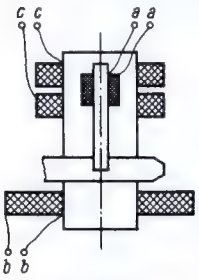
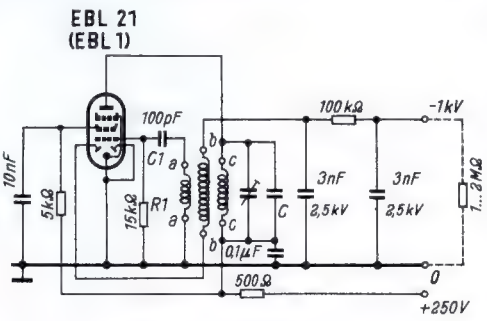
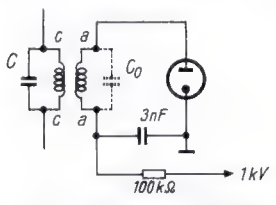

Bild 1. VE-Spulensatz des Hochspannungs-Transformators mit eingebauter Kopplungsspule
Bild 2. Die Schaltung des Hochspannungs-Generators
Bild 3. Prinzip des Gleichrichterkreises
Des öfteren wurde vorgeschlagen, hohe Anodenspannungen für die Strahlröhre von Oszillografen in einer Schwingschaltung zu erzeugen. Meist fehlten jedoch die Angaben für den erforderlichen Spulensatz. Hierzu eignet sich aber sehr gut einer der bekannten VE- oder DKE-Spulensätze nach *Bild 1*.
Der Hf-Hochspannungsgenerator wird nach *Bild 2* in Meißner-Schaltung betrieben. Die MW-Spule bildet zusammen mit dem Kondensator C den eigentlichen Schwingkreis. Eine Zusatzwicklung a–a mit etwa 20...30 Windungen auf einem Trolitul-Spulenkörper von 8...10 mm Durchmesser bildet die Gitter- bzw. Rückkopplungsspule. Sie wird nach Bild 1 im Innern des VE-Spulensatzes befestigt. Die LW-Spule b–b mit ihrer hohen Windungszahl bildet die sekundäre Wicklung des Hf-Transformators. An sie ist die Gleichrichterschaltung anzuschließen.
1. Der Wert der Kreiskapazität wird hier absichtlich nicht genannt, er muß nämlich im Betrieb experimentell ermittelt werden. Der Abstimmkreis mit dem Kondensator C ist dabei in Resonanz mit dem Sekundärkreis (Spule b–b) zu bringen, um die hohe Spannung von etwa 1000 V zu erhalten. Es handelt sich hierbei um zwei gekoppelte Kreise; sind sie nicht auf die gleiche Frequenz abgestimmt, so erhält man höchstens 200...300 V Sekundärspannung. Zum Abgleichen auf Resonanz bzw. maximale Ausgangsspannung benutzt man zweckmäßig einen Drehkondensator. Ist der richtige Kapazitätswert ermittelt, dann wird er durch einen Festkondensator C ersetzt. Außerdem empfiehlt sich, wie in Bild 2 angegeben, einen Trimmer parallel zu C anzuordnen. Die Kapazität des Sekundärkreises besteht nur aus der Eigenkapazität C_0 der Spule. *Bild 3* gibt die Schaltung des Sekundärkreises in der üblichen Darstellungsweise wieder.